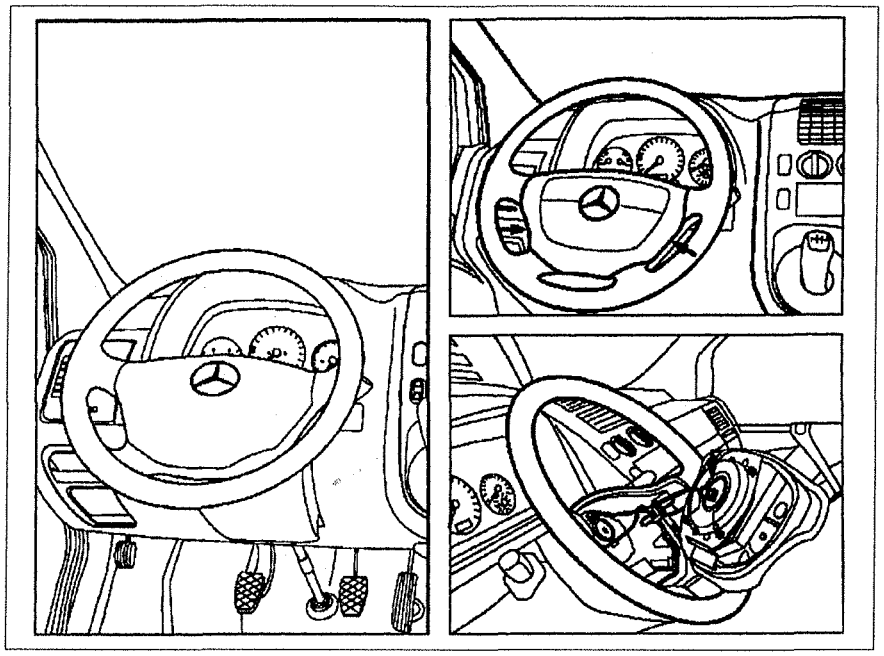

Рис. 8.1. Рулевое колесо (автомобили с подушками безопасности).
1. Снимите подушку безопасности с рулевого колеса (см.рис.8.1).